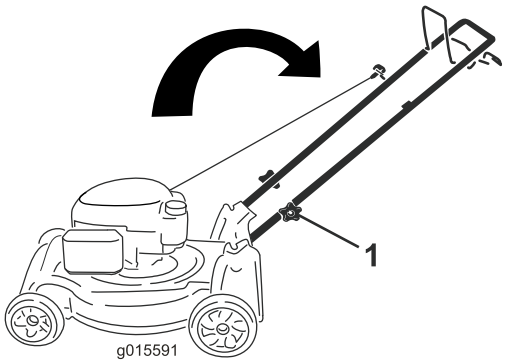

Figur 4
2. Flytt håndtaket til driftsstillingen (Figur 4).